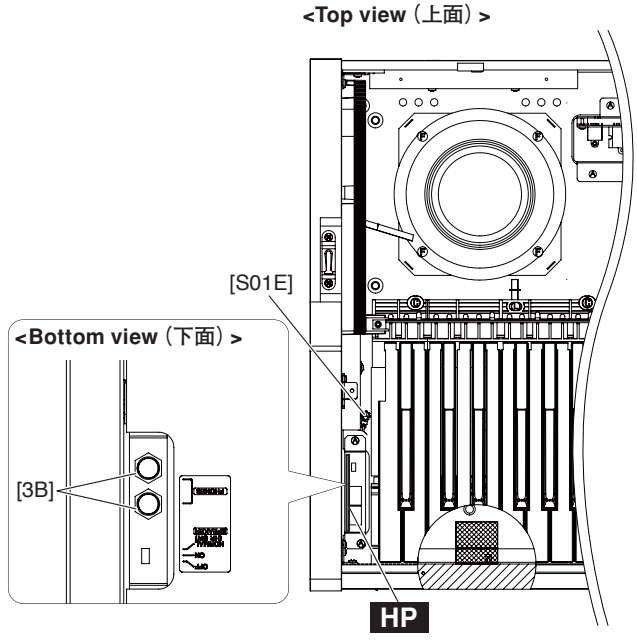

Fig. 8（図 8）
12-5 Remove the two (2) hexagonal nuts marked [3B] and the screw marked [S01E] on the keybed. The HP circuit board can then be removed. (Fig. 8)
12-5 [3B] の特殊ナット 2 個と棚板の [S01E] のネジ 1 本を外して、HP シートを外します。(図 8)